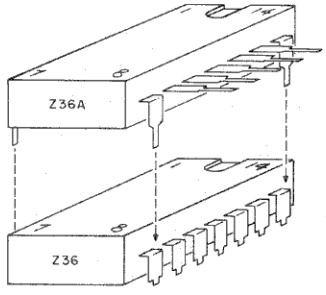

Fig. 5
- ● Install Z36A on top of Z36, soldering pins 7, 8, and 14 of Z36A to the corresponding pins on Z36 (see Fig. 5).